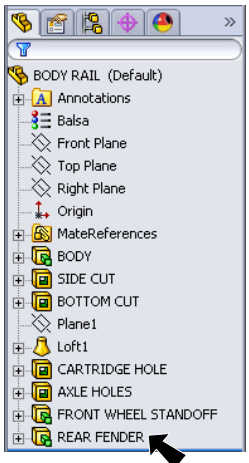

Fig. 113
Step 1. **Rename Boss-Extrude1** to **REAR FENDER** in the Feature Manager, **Fig. 113**. To rename, use **F2** on keyboard.